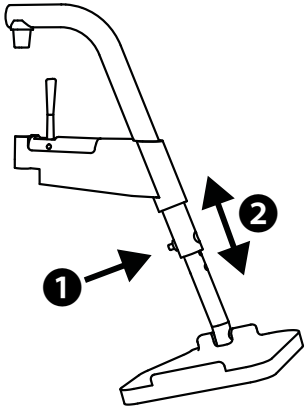

fig.9
1. Afloje el tornillo situado en la parte trasera del tubo del reposapiés (1, fig. 9).
2. La altura de la placa se ajusta mediante los 9 orificios disponibles (2, fig. 9).